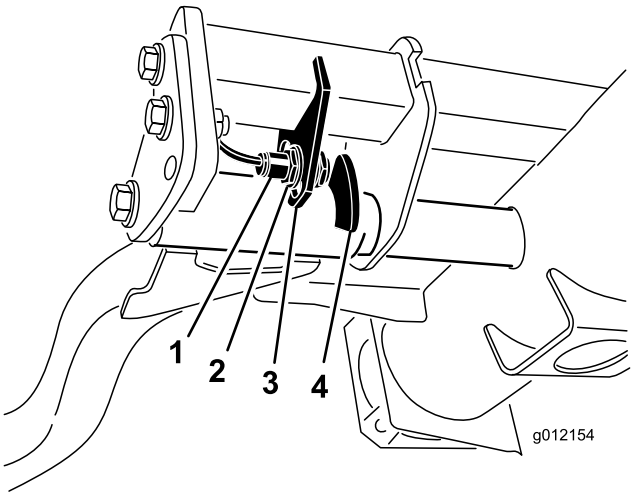

Figur 35
2. Løftearmsafbryderen er placeret under hydrauliktanken bag løftearmen forrest til højre (Figur 35).
3. Løsn afbryderens monteringsskruer (Figur 35), og flyt afbryderen ned for at forøge løftearmens drejehøjde eller flyt afbryderen op for at mindske løftearmens drejehøjde. Tilspænd monteringsskruerne.